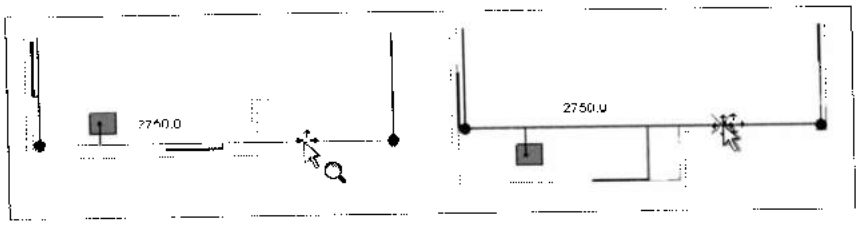

Рис. 40.5. *Ручная корректировка компоновки*
6. Если нужно изменить отдельные линии компоновки, нажать на ленте кнопку **Modify** и перетащить эти линии в новое положение (рис. 40.5). Сегменты линии ответвлений, примыкающие непосредственно к соответствующим компонентам, нельзя перемещать. Компоновочные линии главного маршрута могут переноситься до Т- или Х-фитингов в одном действии. Затем выделить линию снова и перенести ее за указанные фитинги.